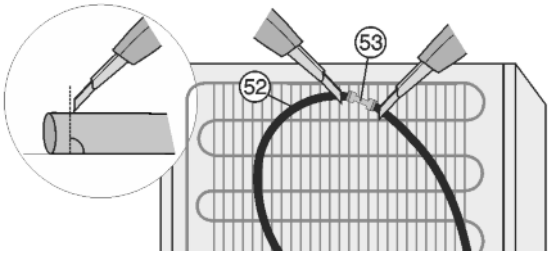

*Fig. 23**
▶ Cut open the water hose *Fig. 23 (52)* behind the appliance both in front of and behind the connector *Fig. 23 (53)* (90° to direction of the hose).*